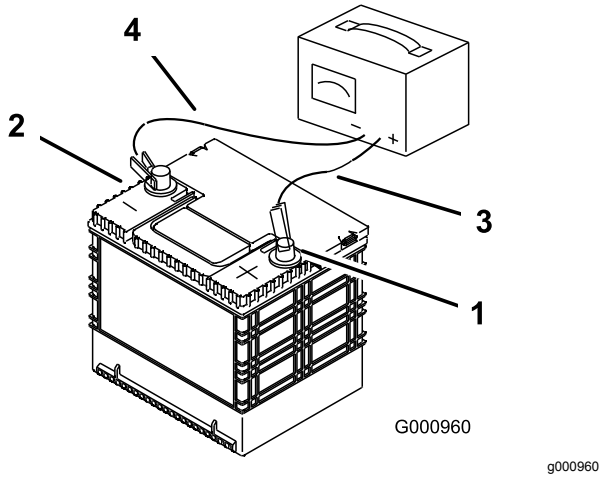

Figuur 67
3. Zodra de accu volledig is opgeladen, haalt u de acculader uit het stopcontact en maakt u vervolgens de oplaadkabels los van de accuklemmen (Figuur 67).